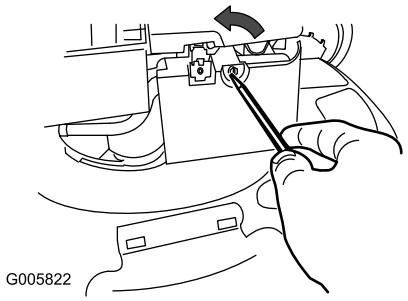

Figur 32
1. Använd en skruvmejsel för att öppna luftfilterskyddet (Figur 32).